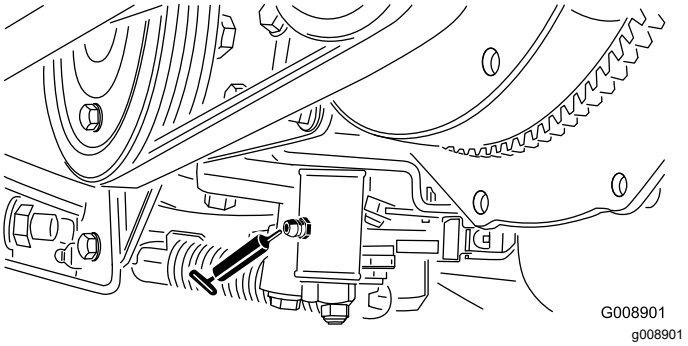

Rysunek 49
- Mechanizm regulacji pozycji neutralnej (Rysunek 49)